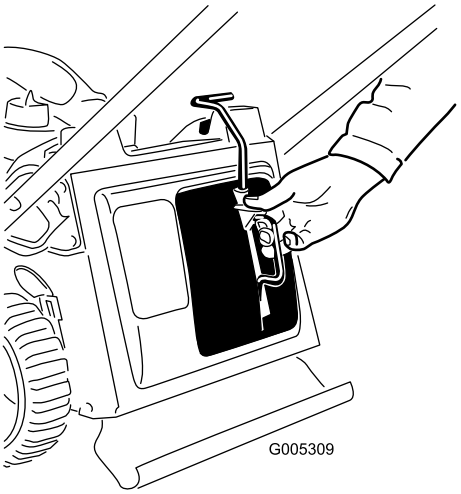

Figur 21
1. Ta bort mullningspluggen (Figur 21).